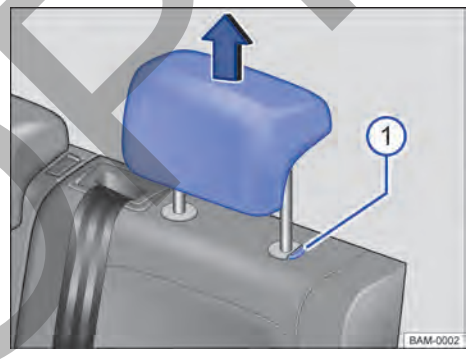

Fig. 66 Apoyacabezas traseros: desmontar.
– Retirar el apoyacabezas con el botón → fig. 66 ① presionado.
– Empujar hacia abajo el apoyacabezas con el botón → fig. 66 ① presionado.